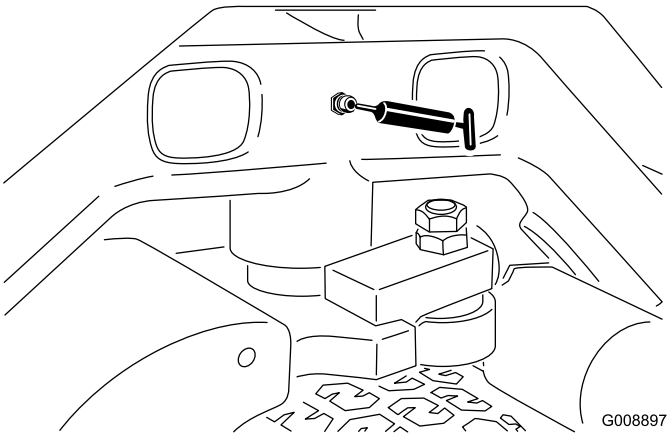

Figura 50
- Pivote de dirección (Figura 50)